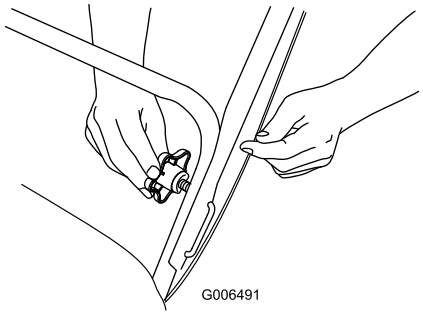

Figure 5
2. Insérez le dispositif de blocage en « U » dans le trou libre du guidon et serrez fermement les boutons du guidon (Figure 5).